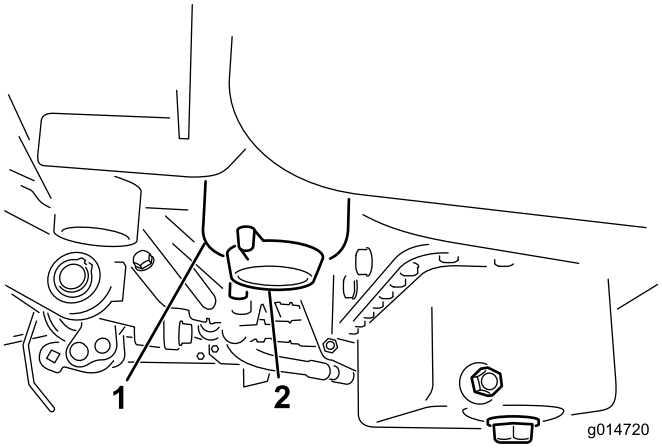

**Figur 48**
2. Rengör området där filterskålen ska monteras (Figur 48).
4. Öppna filtrets avtappningsplugg (Figur 48).